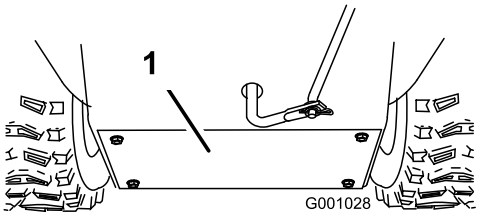

Figur 50
3. Ta bort den bakre kåpan (Figur 50).